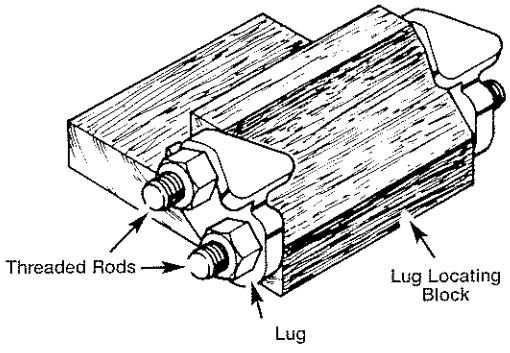

Figure 2: Hinge Lugs Assembled to Locating Block
3. Lug locating block (quantity 1). See Figure 2.
1. Assemble both two-hole hinge lugs to the lug locating block (Figure 2) using two 5/8-11 x 7 inch threaded rods and four hex nuts.